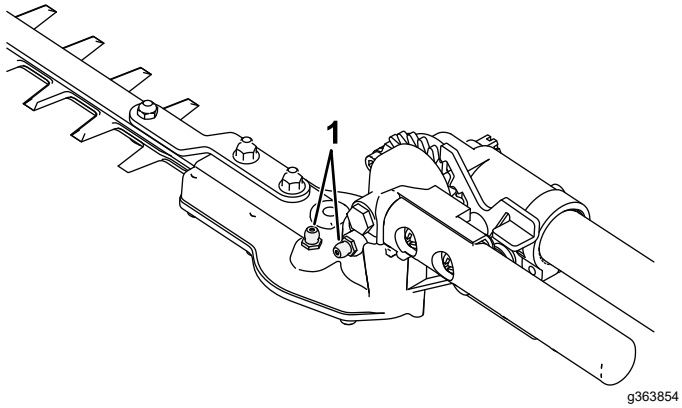

Figura 11
2. Limpie los engrasadores con un trapo (Figura 11).